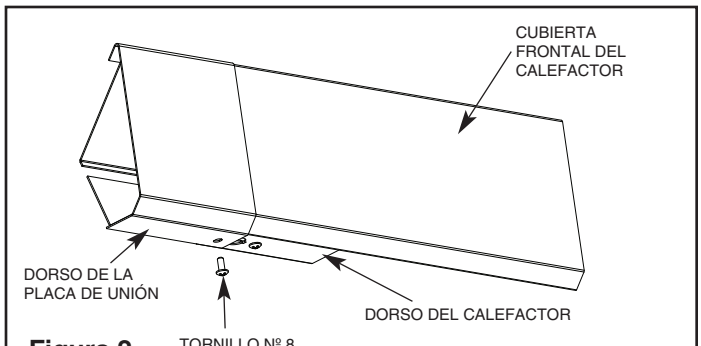

Figura 2
9. Localice la cubierta de la placa de unión. Enganche la parte superior de la cubierta en las cubiertas frontales de los calefactores. Alinee la ranura de la cubierta de la placa de unión con el agujero posterior del calefactor izquierdo. Asegure la cubierta de la placa de unión con el tornillo Nº 8-18 x 3/8" (vea la Figura 2).